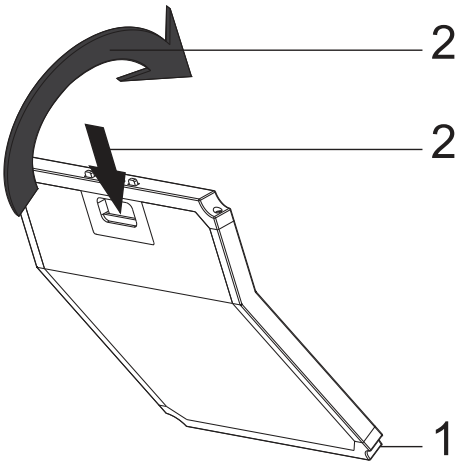

Abb. 22: Aktivkohlefilter
- Setzen Sie den Aktivkohlefilter in die Motorbox der Dunstabzugshaube und achten Sie darauf das die Verriegelung einrastet. Abb. 22